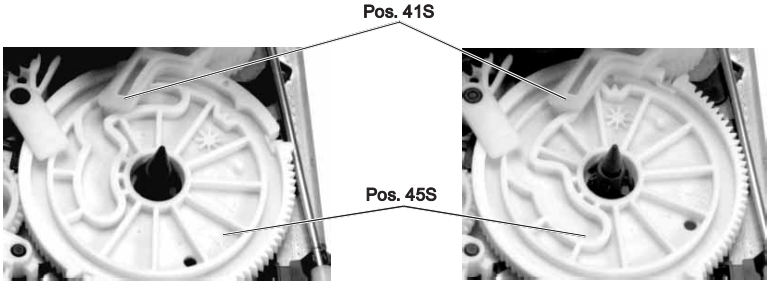

Fig. 29
– Cassettenschacht absenken (Punkt 1.1). Riemenscheibe des Fädelmotors (Fig. 3) in Richtung "Einfädeln" drehen, bis das Kurvenrad in der abgebildeten Stellung (Fig. 29) ist.
– Lower the cassette compartment (para 1.1). Turn the pulley of the threading motor (Fig. 3) in the "threading" direction until the cam wheel takes the position shown in Fig. 29.